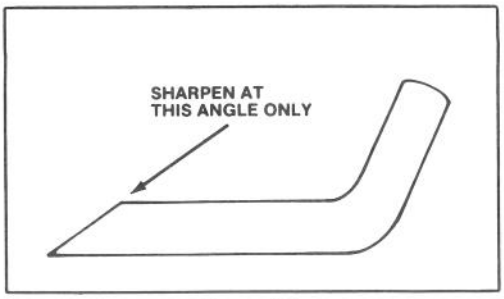

Figure 14
5. SHARPENING BLADE — Using a file, sharpen top side of blade and maintain original cutting angle (Fig. 14). The blade will remain balanced if same amount of material is removed from both cutting edges.